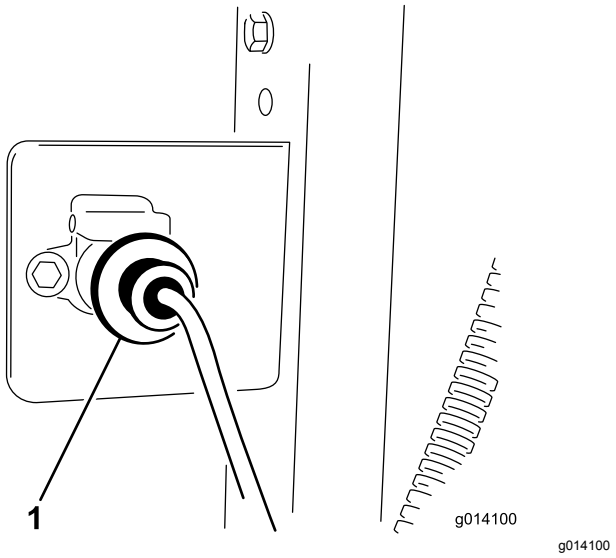

Figur 10
3. Fest ledningssatskontakten til braketten med to bolter (¼ x 1 tomme) og muttere (Figur 10).
5. Fest ledningssatsen for baseenheten til ledningssatsen for tauekjøretøyet (Figur 10). Koblingen er plassert sammen med hydraulikkslangen som er festet til tauekjøretøyet.